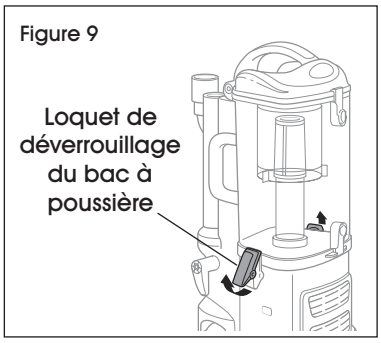

Figure 9
1. Tirez sur le loquet de déverrouillage et soulevez le bac à poussière du boîtier. Videz-le après chaque utilisation. (Voir Figure 9)